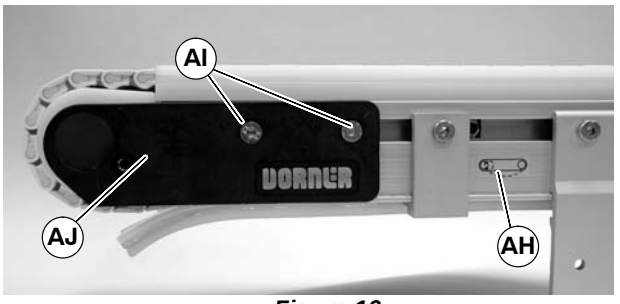

Figure 16
1. On idler end of the conveyor identified with a label (AH of figure 16), loosen fastening screws (AI of figure 16) on both sides of conveyor. Push head plate assembly (AJ) inward.